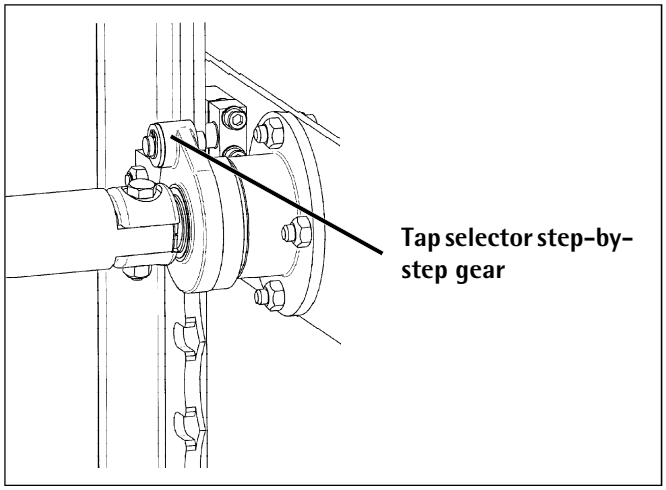

Fig. 24: Tap selector step-by-step gear
- Tap selector step-by-step gear (see Fig. 24)